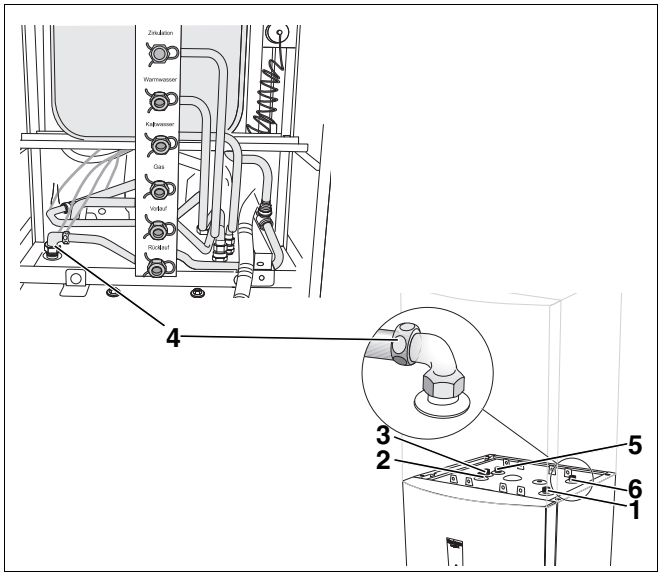

Rys. 7 Demontaż połączeń gwintowych 5x/przyłącza zasobnikowego podgrzewacza c.w.u.
- Rozkręcić pięć połączeń rurowych prowadzących do zasobnikowego podgrzewacza c.w.u., w tym celu usunąć samouszczelniające się stożkowe połączenia gwintowe (rys. 7).
- Wyjąć rury z przyłączy zasobnikowego podgrzewacza c.w.u. (rys. 7).
- Zamontować ponownie rury przyłączy zasobnikowego podgrzewacza c.w.u. (rys. 7, strona 20).
- Podłączyć rury do zasobnikowego podgrzewacza c.w.u. wykorzystując samouszczelniające się stożkowe złącza gwintowe (pięć sztuk) (rys. 7, strona 20).